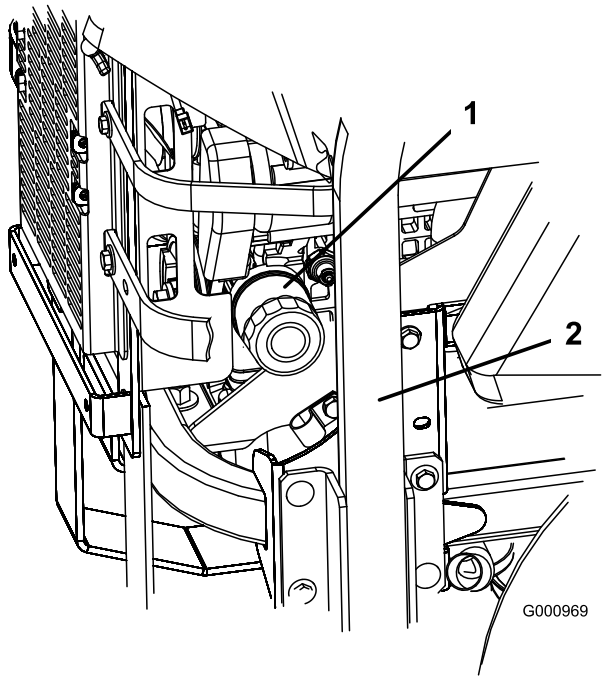
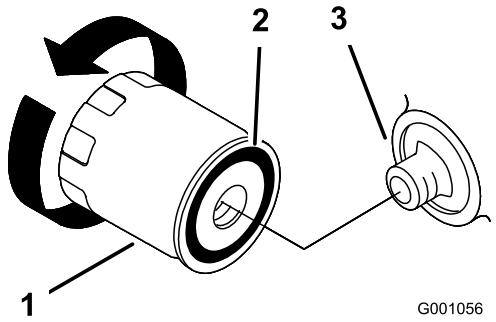

Figur 39
Figur 40
2. Vrid filtret motsols för att ta bort det (Figur 39 och Figur 40).